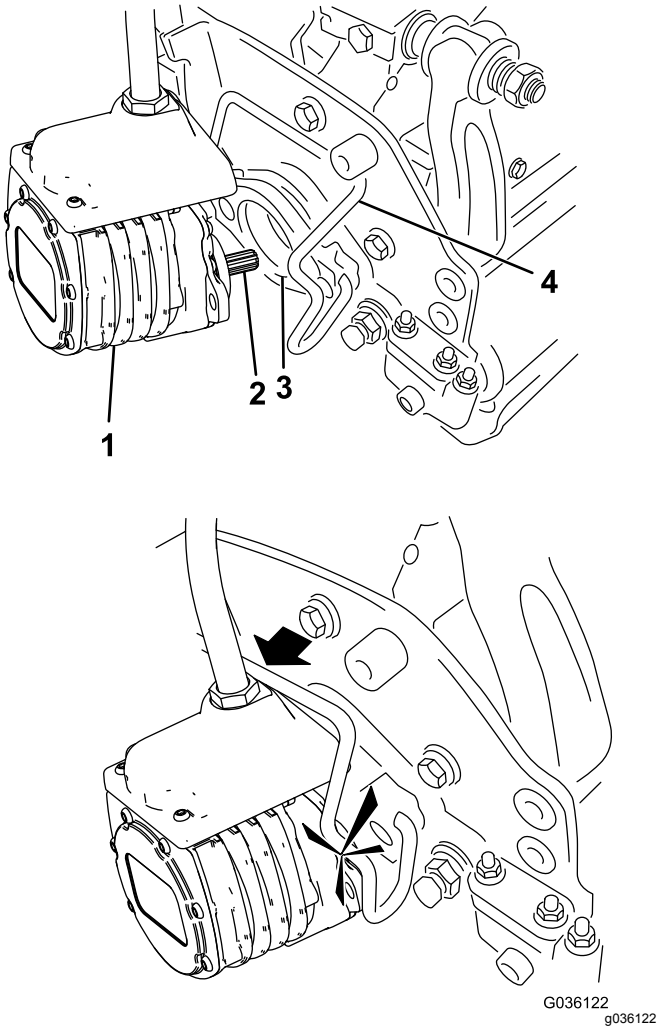

**Figur 55**
6. Stryk på rent fett på klippenhetsmotorns räfflade axel (Figur 55).
7. För in motorn på vänster sida av klippenheten (sett från förarsätet) och dra motorfäststaget på klippenheten mot motorn tills du hör ett klickljud från båda sidorna av motorn (Figur 55).